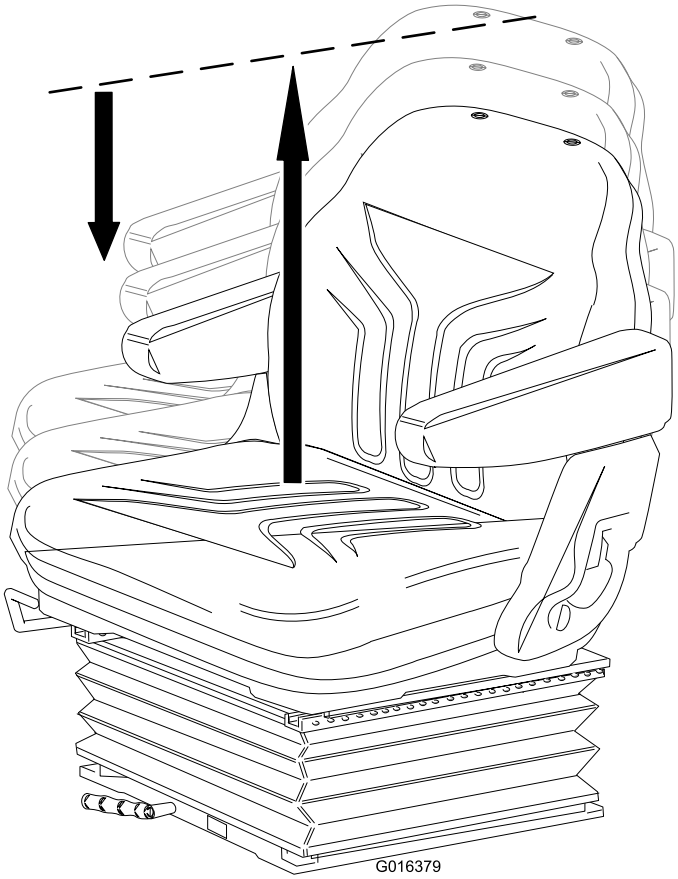

Rysunek 13
- **Regulacja wysokości:** Ręcznie podnoś fotel, aby stopniowo dostosować wysokość. Aby obniżyć fotel, unieś go poza najwyższą pozycję, a następnie pozwól mu opaść do najniższego ustawienia (Rysunek 13).